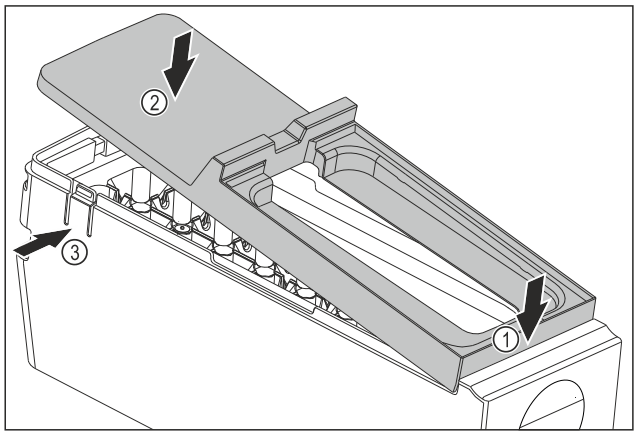

Fig. 124
▶ Смонтируйте крышку корпуса EasyTwist-Ice: Установите крышку спереди. *Fig. 124 (1)*
▶ Опустите крышку сзади. *Fig. 124 (2)*
▷ Крышка со щелчком фиксируется в накладках *Fig. 124 (3)*.